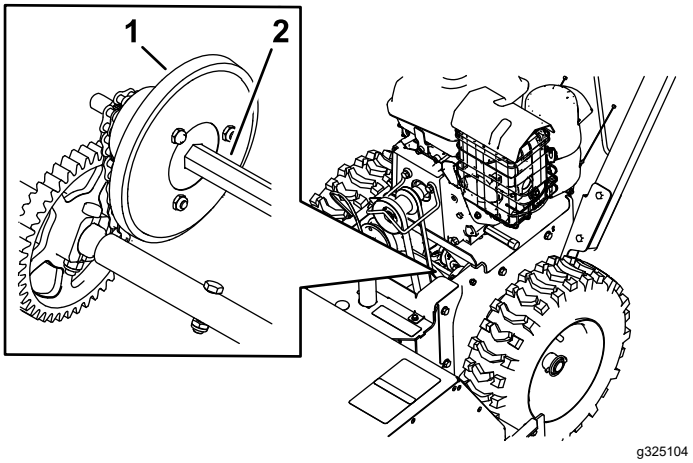

Figur 24
4. Dypp en lang, ren malekost med liten bust i bilolje og smør sekskantakselen lett (Figur 24).
Viktig: **Gummihjulet og friksjonsdrivplaten i aluminium må ikke tilsøles med olje, fordi trekkdrivet ikke vil få tak (Figur 24).**